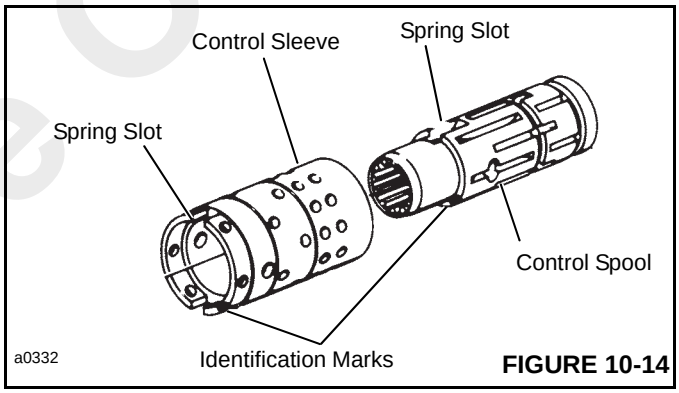

FIGURE 10-14
2. Install check ball (21) into housing (8).
3. Lubricate seals (22 and 24) and install them on check ball seat (23).
5. Install set screw (25) and tighten to a torque of 100 lb-in (11.3 Nm). To prevent interference, make sure the top of the set screw is slightly below the housing mounting surface.
6. Lubricate the spool (12) and sleeve (9). Install spool (12) and sleeve (9) carefully so that the spring slots (Figure 10-14) line up at the same end. Rotate spool (12, Figure 10-8) while sliding the parts together. Some spools and sleeve sets have identification marks, align these marks as shown in Figure 10-14. Test for free rotation. The spool should rotate smoothly in the sleeve with finger tip force applied at splined end.